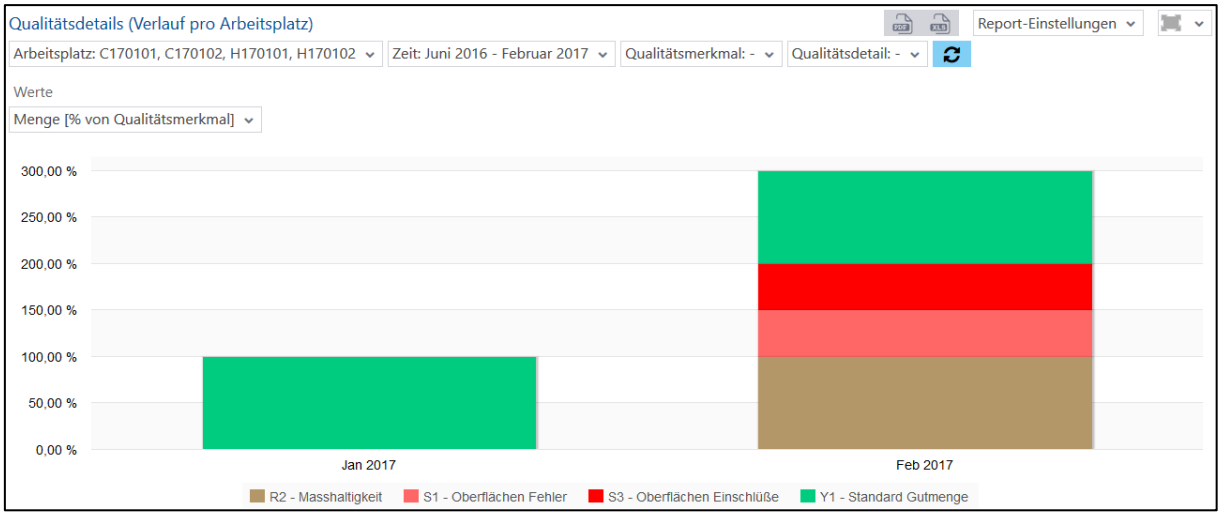

**Bild 107: Qualitätsdetails (Verlauf pro Arbeitsplatz) als Säulendiagramm**
- Qualitätsdetails (Verlauf pro Arbeitsplatz) als Säulendiagramm (Bild 107):